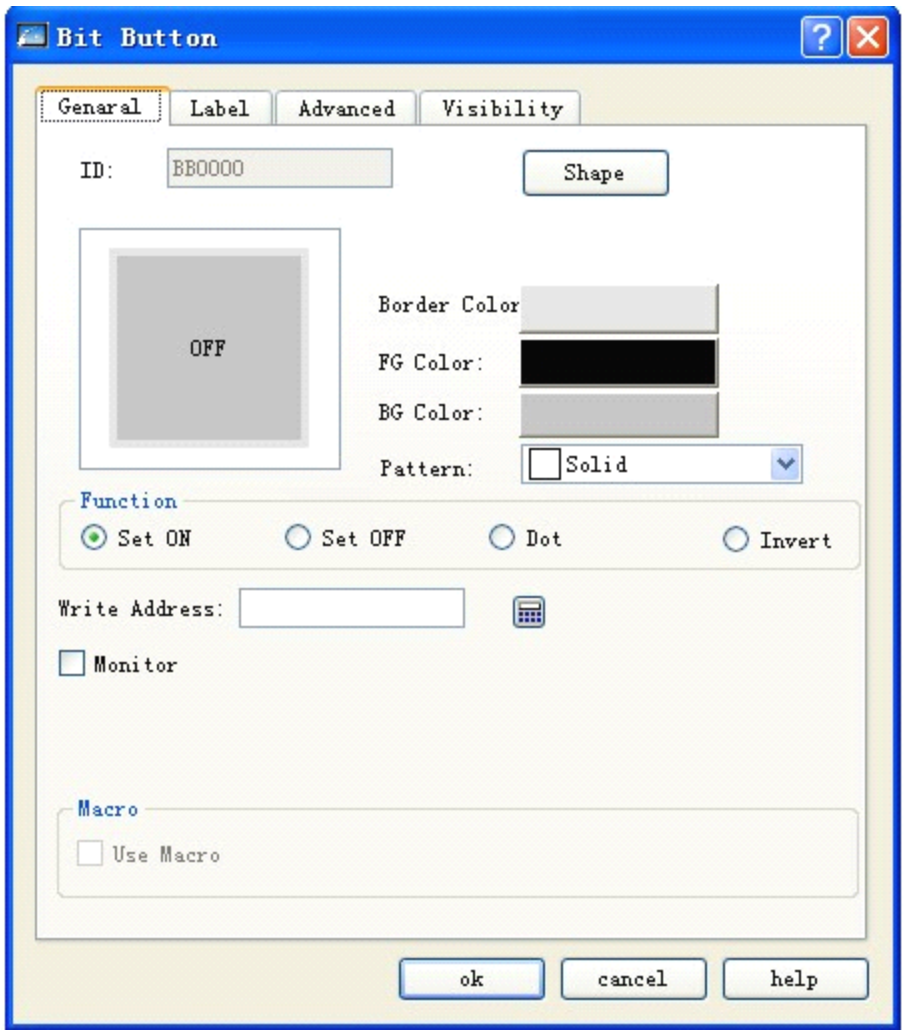

Рисунок 4-73 Окно
1. Щелкните иконку "Bit Button"  на панели инструментов, после чего появится окно настройки свойств битовой кнопки. Смотрите рисунок 4-73